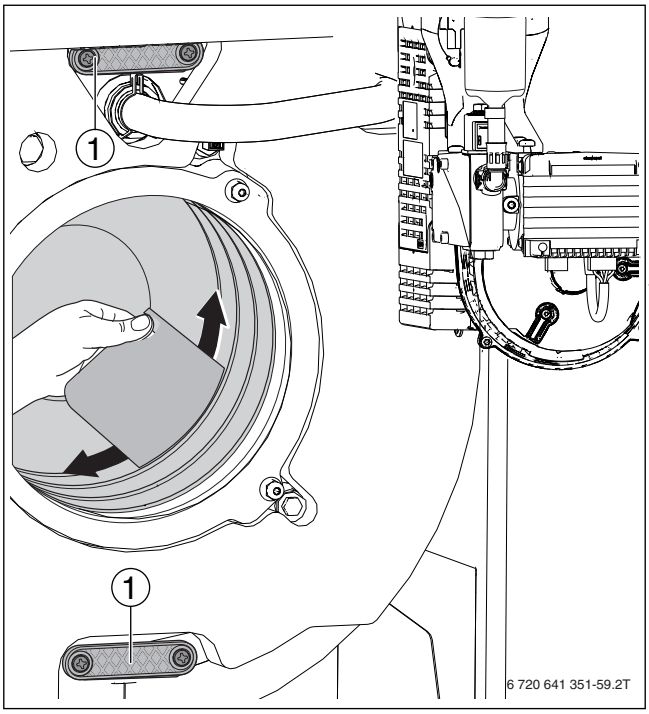
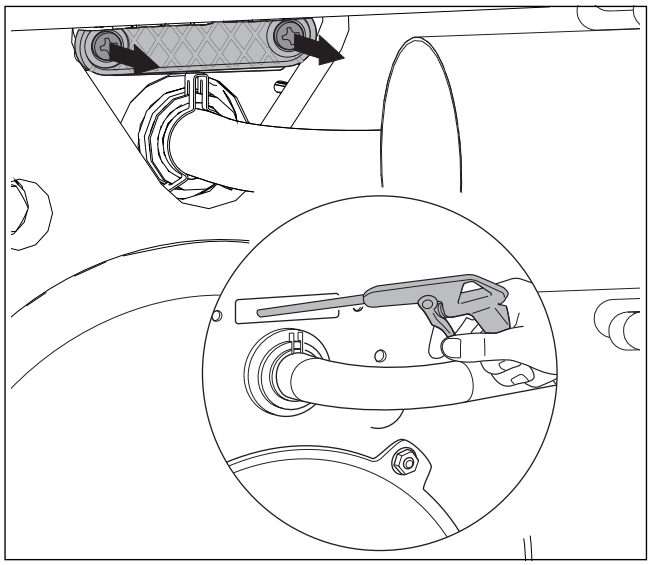

Bild 68 Heizgasspalte mit Reinigungsspachtel reinigen
Bild 69 Wärmetauscher mit Sprühlanze reinigen
- Befestigungsschrauben der beiden Reinigungsdeckel (→ Bild 68, [1]) entfernen.
- Reinigungsdeckel (→ Bild 68, [1] und Bild 69) abnehmen.
- Lose Partikel mit Wasser (z. B. Sprühlanze) aus dem Feuerraum und dem Abgasmantel spülen (→ Bild 69).
- Heizgasspalte mit Reinigungsspachtel reinigen (→ Bild 68). Hinweise zur Reinigung beachten!